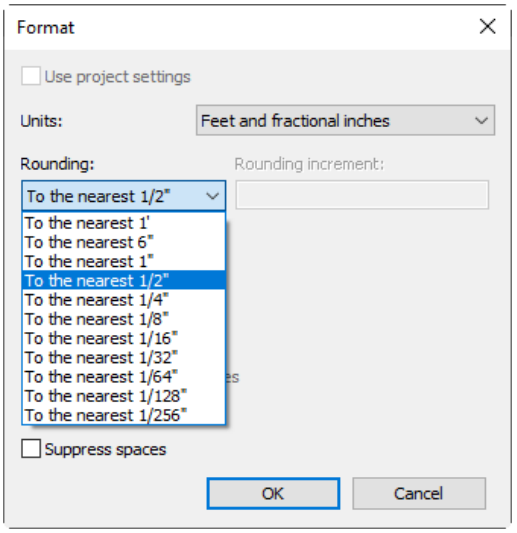

Figure 2-37 *Selecting the* ***To the nearest 1/2”*** *option in the* ***Format*** *dialog box*
4. Click on the **Rounding** drop-down list in this dialog box and select the required option, as shown in Figure 2-37.